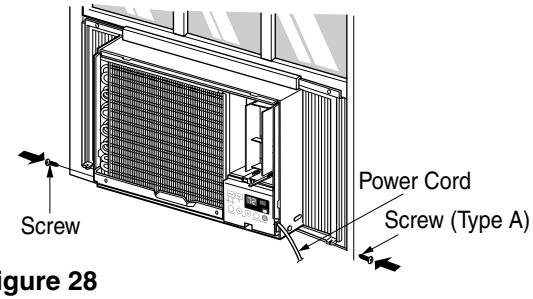

Figure 28
7. Slide the unit into the cabinet. (See Fig. 28)